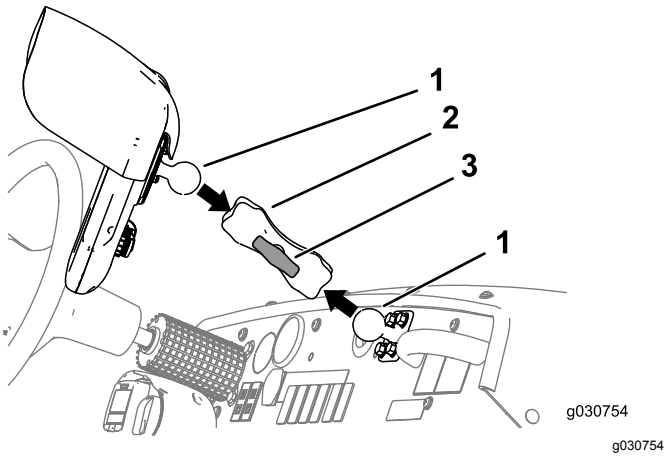

**Figur 153**
3. Løsn skruegrebet på monitorarmen, indtil du kan glide både kugledrejebeslaget til fittingen bag på sprøjtemonitoren og kugledrejebeslaget ved instrumentpanelet ind i monitorarmen (Figur 153).
4. Fra førersædet (venstre sæde) justeres placeringen af sprøjtemonitoren, så du nemt kan se displayet (Figur 153).
5. Stram skruegrebet til monitorarmen med håndkraft (Figur 153).